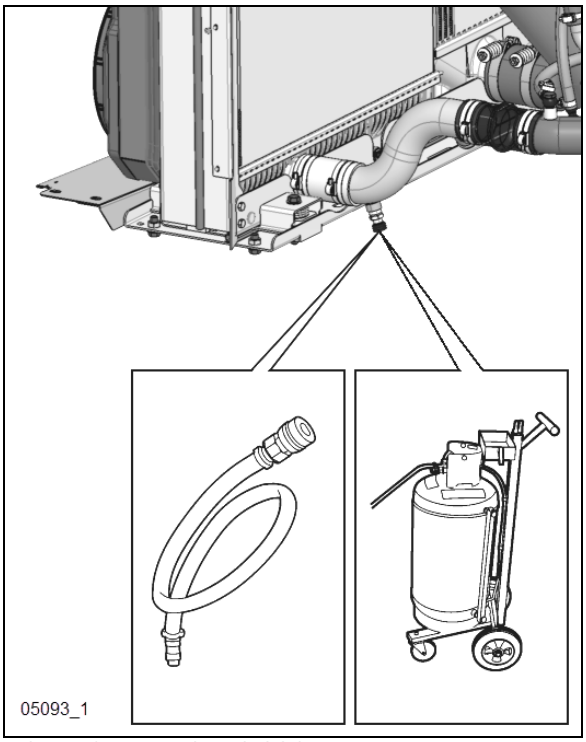

**FIGURE 9: EXTRACTING COOLANT**
5. Connect coolant extractor (Figure 9). Use coolant extractor to drain the coolant from the engine. An alternate method is to drain the coolant into a suitable container using the drain hose.